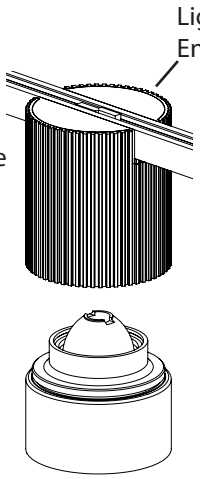

Fig. 4
3. Place another O-Ring on each **Arm** and adjust the o-rings to set the desired reflector position (Fig. 4).